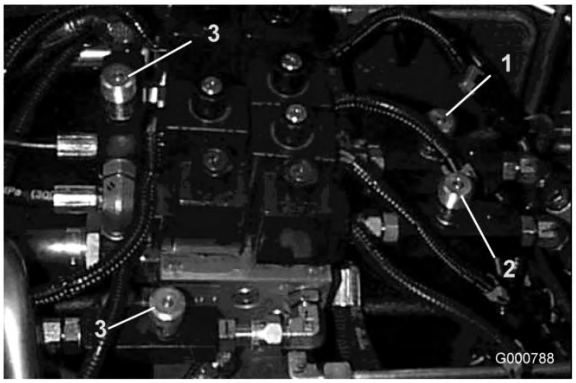

Figura 88
1. Localize as válvulas em baixo do banco para ajustar as unidades de corte dianteiras (Figura 88).
9. Localize as válvulas em baixo do banco para ajustar as unidades de corte laterais (Figura 88).